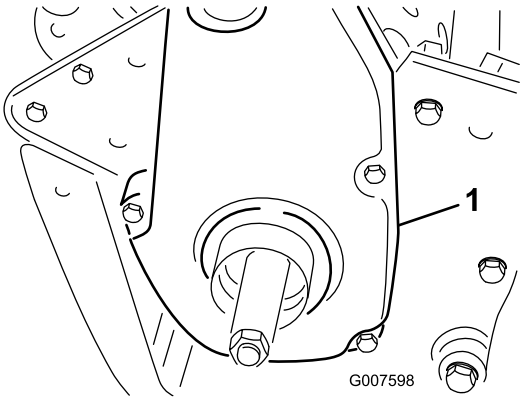

Figur 44
6. Ta bort den bakre remkåpan på maskinens högra sida (Figur 44).